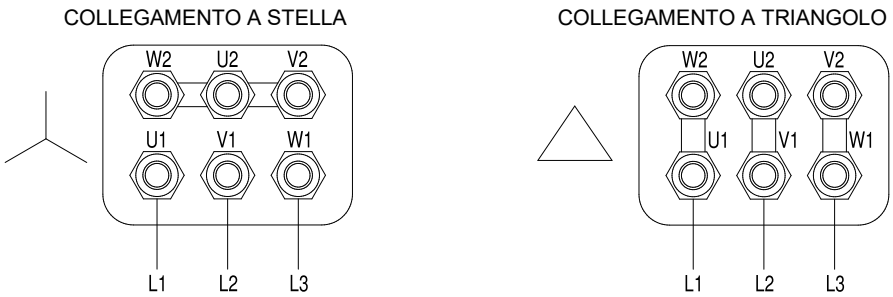

Fig.9 – Collegamento elettrico
- controllare il collegamento stella/triangolo della motorizzazione (fare rifermento a **Fig.9**)